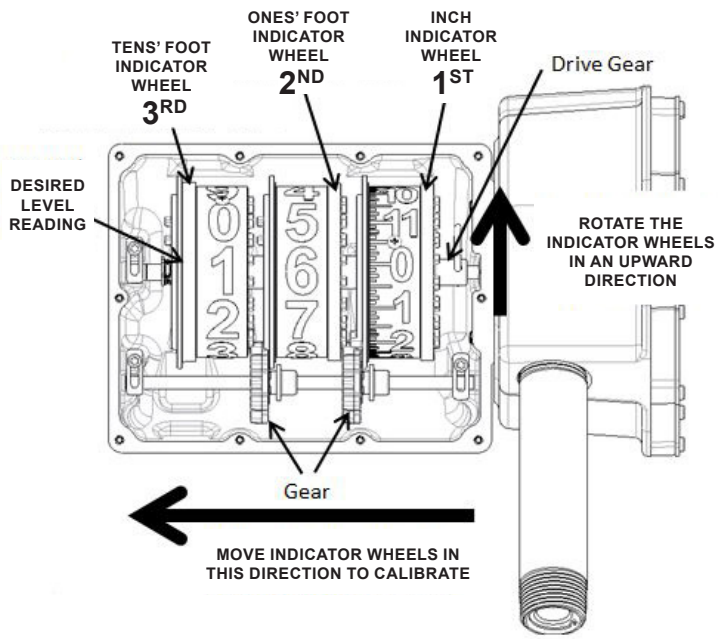
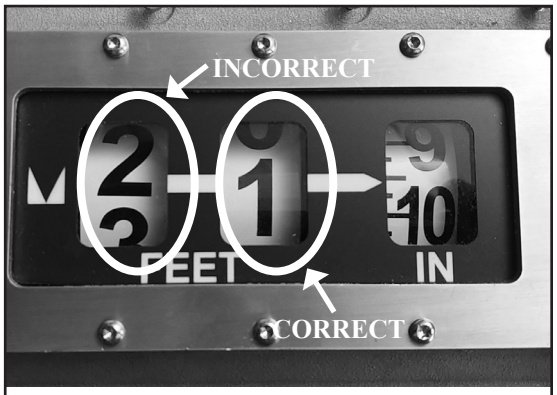

Figure 3
Figure 4
12. Now the gauge can be calibrated to the liquid level you found in step 4. Calibration is done one indicator wheel at a time (See Figure 3). Start with the inch indicator wheel. Grab the indicator wheel and push it to the left to clear the drive gear. The inch indicator wheel must be fully disengaged from the drive gear. The indicator wheel should now freely rotate. Rotate the wheel UPWARDS so that the numbers are counting up. Once at the correct setting, slowly let indicator wheel seat back into the drive gear. Failure to follow this procedure can cause damage to the internal mechanism and render the gauge inoperable. **Note: desired level reading needs to be in the center of the viewing window.** (See Figure 4 (next page)
13. Calibration for the foot readings is done in a similar manner pushing the indicator wheels to the left so they clear the gears that are offset below the indicator wheels (See Figure 3.) Calibrate the ones' foot indicator wheel and then the tens' foot indicator wheel. **Note: desired level readings need to be in the center of the viewing window.**
14. Reinstall the front cover, the correct settings should be clearly centered in viewing windows, as shown in Figure 4 (next page). If needed, adjust the indicator wheels.